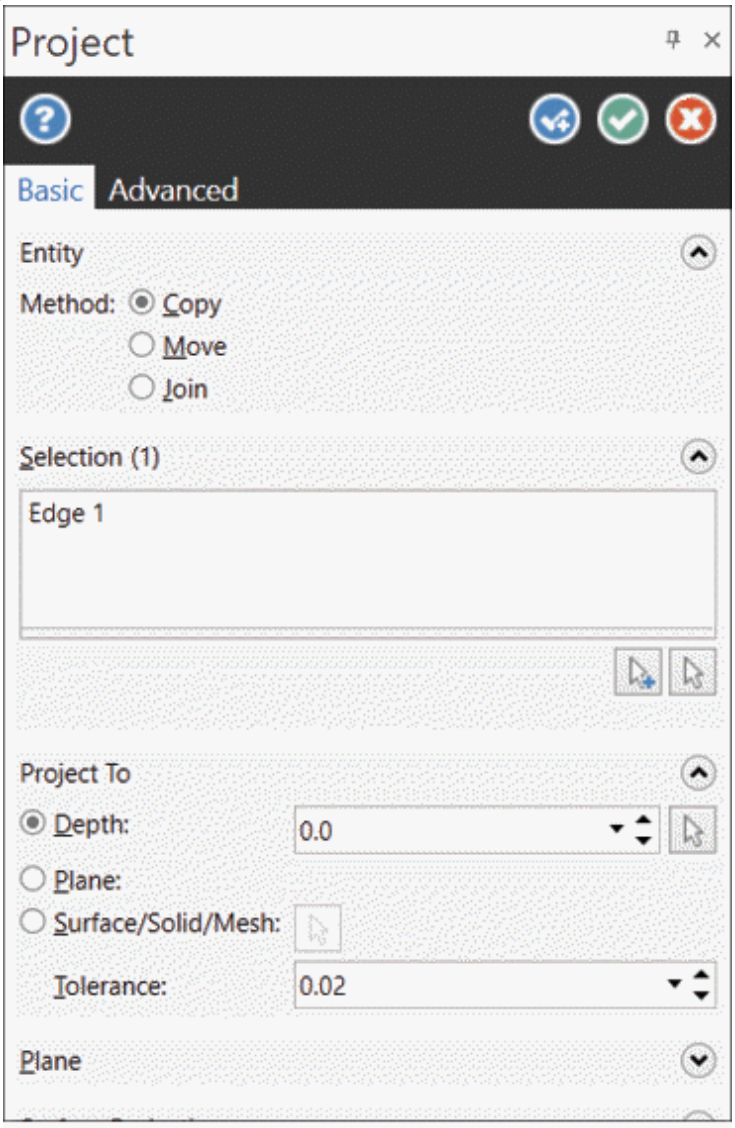

Figure-7. Project Manager
- Select desired entities and click on the **End Selection** button. The options of **Project Manager** will become active; refer to Figure-7.